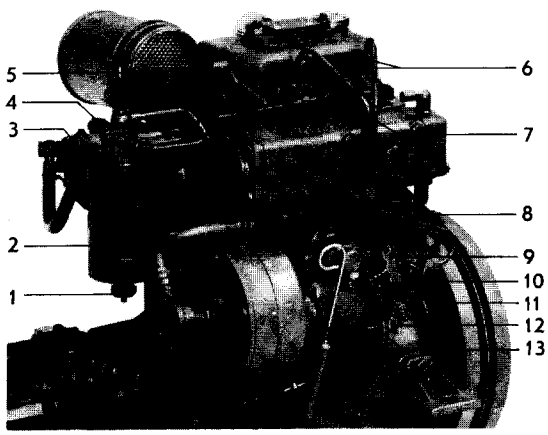

Fig. 20. Bränslesystem
Byte av finfilter skall göras var 100:e driftstimme, eller minst en gång per säsong. Rengör filterlocket (se 2 fig. 20) noga utvändigt. Skruva loss filterbehållaren genom att vrida på sexkantskallen i behållarens botten. Finfiltret med behållare är av engångstyp varför det gamla filtret skall kasseras och ett nytt monteras.
1. Öppna luftningsskruven på finfiltret, 4 fig. 20.